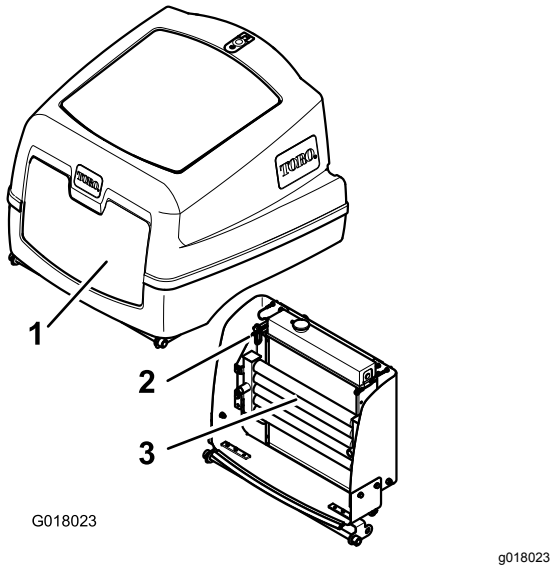

Figur 51
4. Åbn låsen og motorhjelmen (Figur 51).